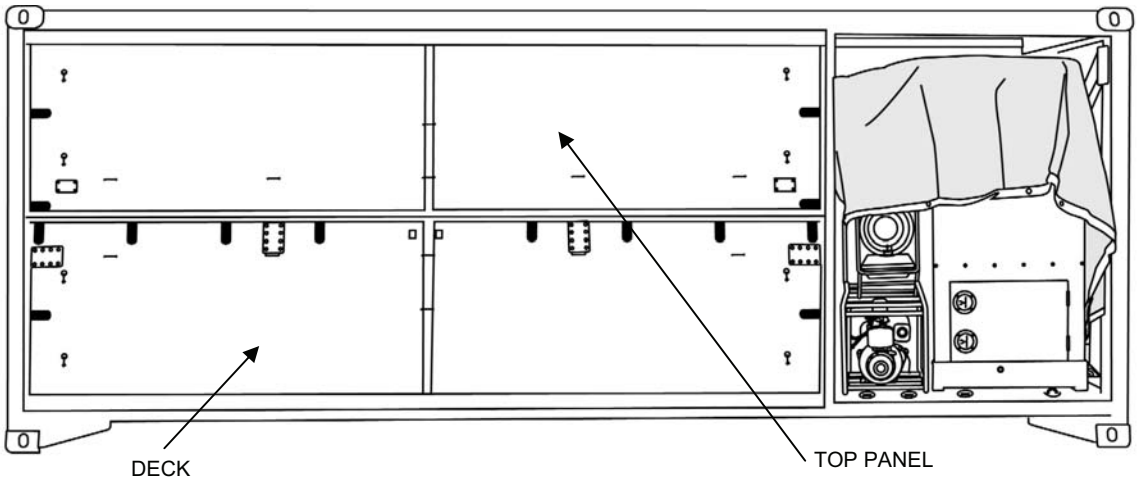

Figure 5. Flat Rack Top Panel and Deck.
3. At the front of the flat rack, unlatch the deck and carefully lower it to the ground (Figure 5).